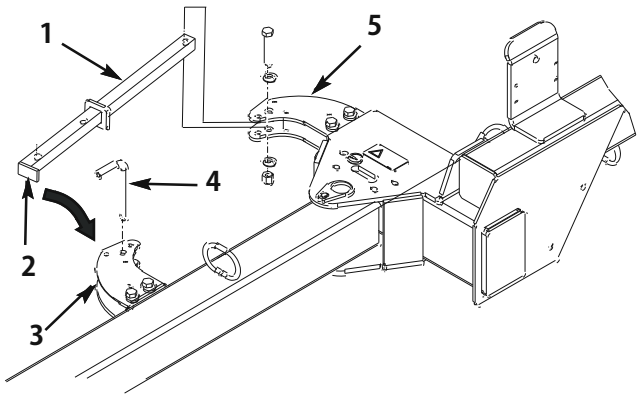

図4
2. アクチュエータ・アームのタブ（溶接付け）の端を前アクチュエータ・タブのピン（溶接付け）の間に差し込む （図 4）。
3. アクチュエータ・アームを前アクチュエータ・タブにヒッチ・ピンで固定する （図 4）。
4. アクチュエータ・アームの後端部を後アクチュエータ・タブに差し入れて取り付け穴を整列させる（図 4）。
5. キャップスクリュ（1/2–13 x 2–3/4" ; 1本）、平ワッシャ（0.531 x .063; 2枚）、ロックナット（1/2–13; 1個）を使って、アクチュエータ・アームをアクチュエータ・タブに固定する。各部が図4 のようになる。